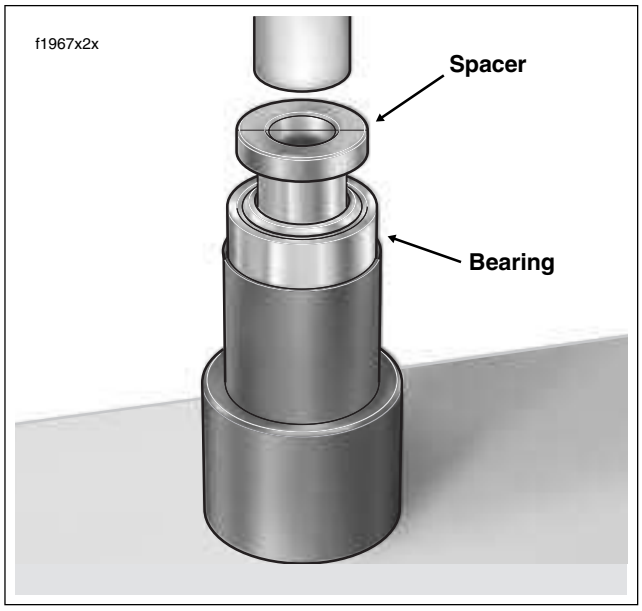

Figure 2-98. Press Spacer Into Bearing
c. Place bearing over nose of driver. With the collar topside, place spacer over nose and into bearing. See Figure 2-98.